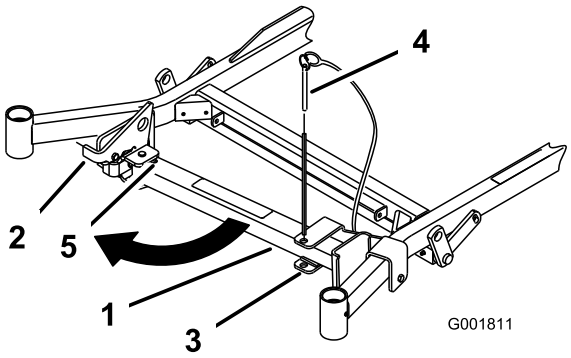
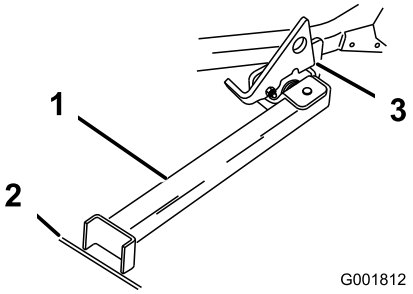

Figur 34
Figur 35
2. Monter brakettpinnen (Figur 34).
3. Hev spaken. Sving stativets fot ut og skyv stativet mot maskinen, inn i bunnen av slissen (Figur 34 og Figur 35).
6. Plasser stativets fot på bakken og hvil spaken på dreietappen (Figur 35).
Merk: For best resultat, plasser stativets fot på skjøter i fortauet eller ned i gressmatten (Figur 35).
8. Kjør opp på stativet. Stopp når spaken faller ned over tappen i LÅST stilling (Figur 35). Når maskinen er på stativet, sett på parkeringsbremsen og slå av motoren.
7. Plasser stativet i HVILE-stilling igjen (Figur 34).